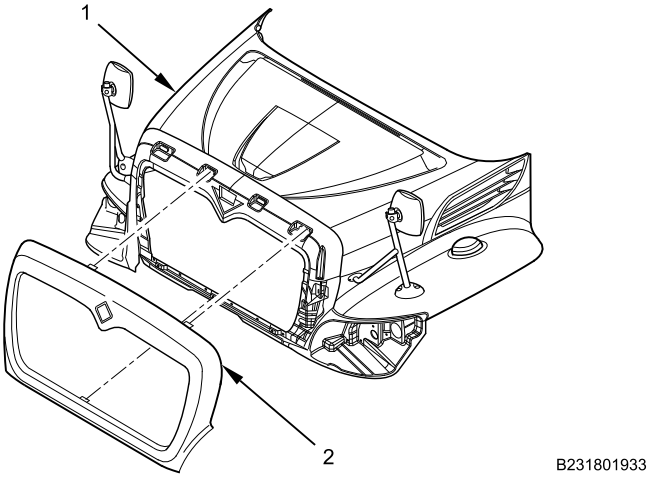

Figure 2. Hood Grille Surround Assembly.
2. Apply outward pressure to grille surround assembly (Figure 2, Item 2) to release spring clips and remove from hood assembly (Figure 2, Item 1). Discard spring clips.